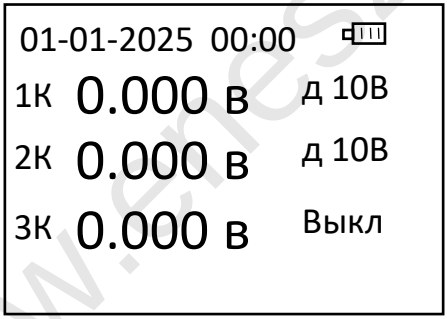

Рисунок 8.6 – Режим регистратора
8.2.2.1 В режиме регистратора на дисплее в верхней строке выводятся текущие дата, время и индикатор заряда аккумулятора. Ниже отображается измеренное напряжение на измерительных каналах и установленный диапазон канала (рис. 8.6). Обновление результатов измерения происходит каждые 3 секунды.